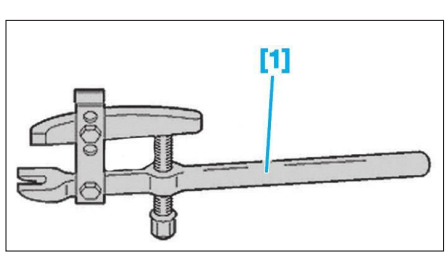

Fig. 8
- [1] Extracteur de rotule (réf. 0709) **(Fig.8)**.